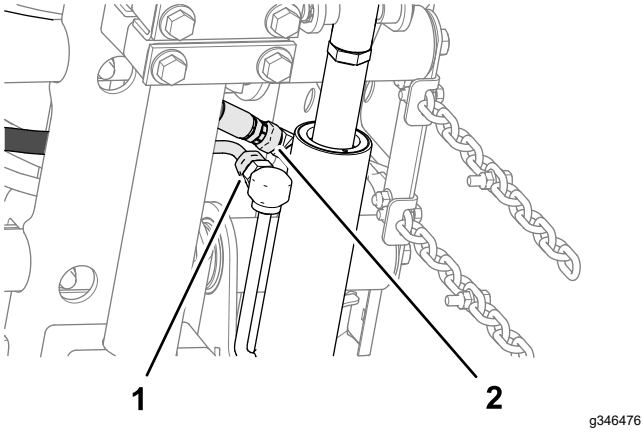

Rysunek 16
2. Ustaw podkładkę dystansową między płytą nośną a płytą montażową (Rysunek 16), a następnie luźno zmontuj płyty i podkładkę dystansową za pomocą śruby podsadzanej (⅜ x 1¼ cala) i nakrętki zabezpieczającej kołnierzowej (⅜ cala).